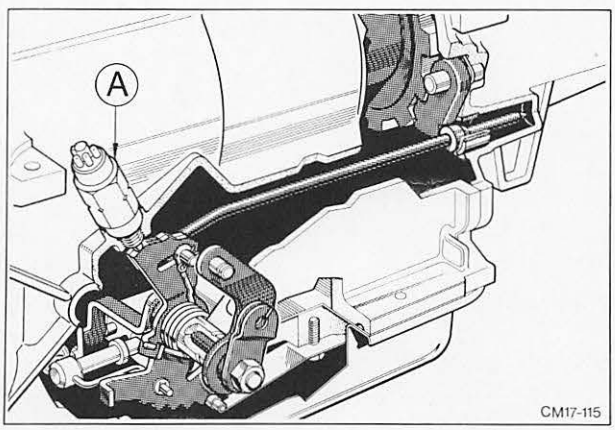

Abb. 58 Schalt- und Parksperrbetätigung
20. Schalter – Startsperre herausschrauben und O-Ring abnehmen. Abb. 58. Halter – Rückschaltseilzug entfernen.